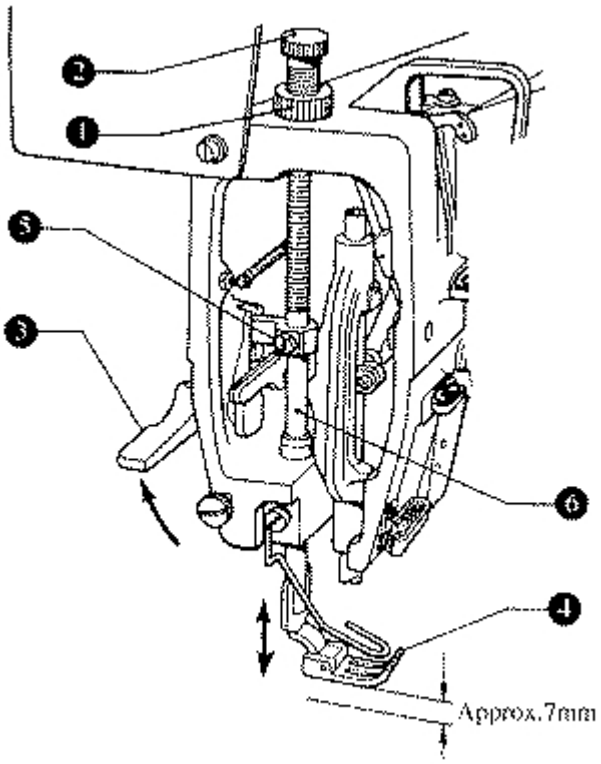

рис.31
19.Установка прижимной лапки по высоте (Рис.31)